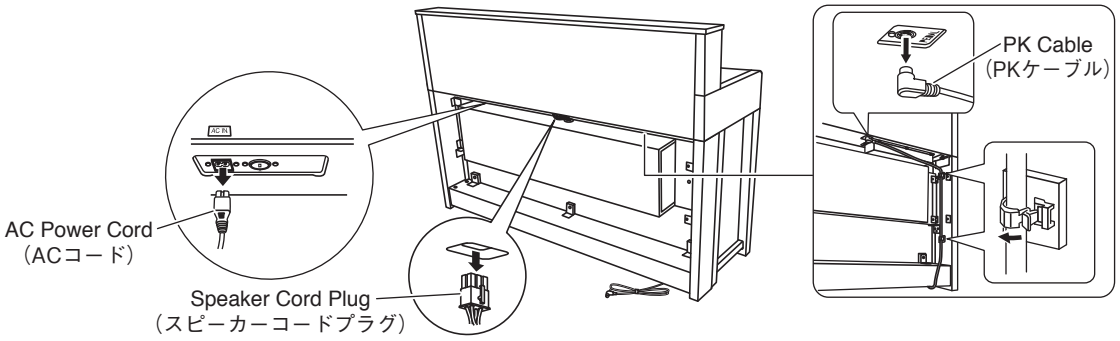

Fig.7（図 7）
*1 When removing the PK connector, disconnect the PK cable first. (Fig.7)
*5 When removing the FU80 assembly, disconnect the AC cord first. (Fig.7)
*1 PKコネクタを外す時は、先にPKケーブルを外します。(図7)
*5 FU80 Ass'yを外す時は、先に電源コードを外します。(図7)
5-1 Disconnect the pedal cord (PK cable). (Fig.7)
5-1 ペダルコード（PK ケーブル）を外します。(図 7)